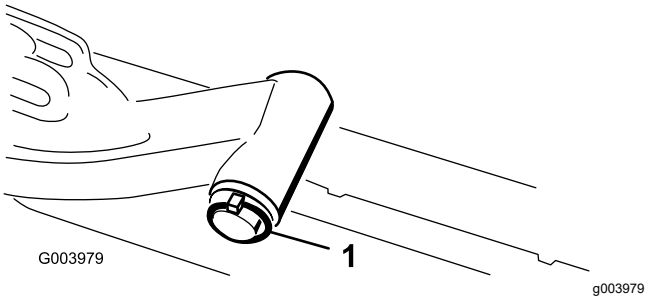

Figuur 8
A. Verwijder de lunspen en de ring waarmee de as van het draaipunt van de hefarm is bevestigd aan de hefarm, en schuif de as uit de hefarm (Figuur 8).
C. Steek de as van de hefarm in de hefarm en zet deze vast met de ring en de lunspen (Figuur 8).